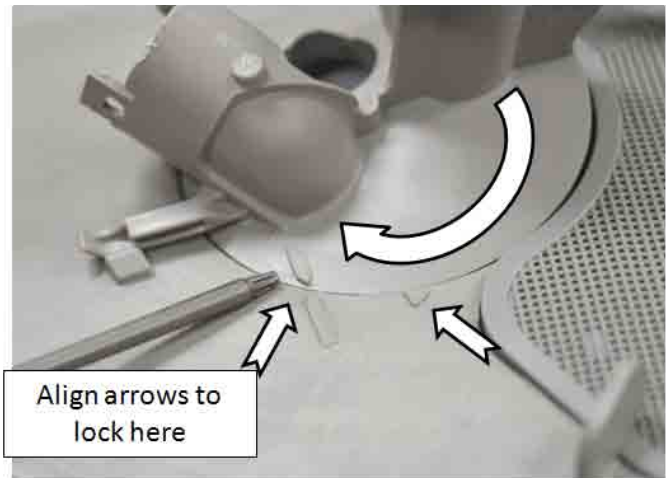

Figure 7
2. Rotate the housing clock wise until the diverter housing locks in place, (see Figure 7).